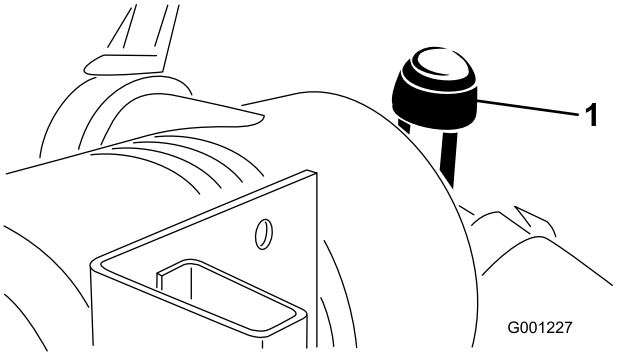

**Figuur 46**
- Geef het luchtfilter een onderhoudsbeurt wanneer de luchtfilterindicator (Figuur 46) rood is, of om de 400 uur (vaker in uiterst stoffige of vuile omstandigheden). Geef het luchtfilter niet te vaak een onderhoudsbeurt.
9. Stel de indicator (Figuur 46) opnieuw in als deze rood is.